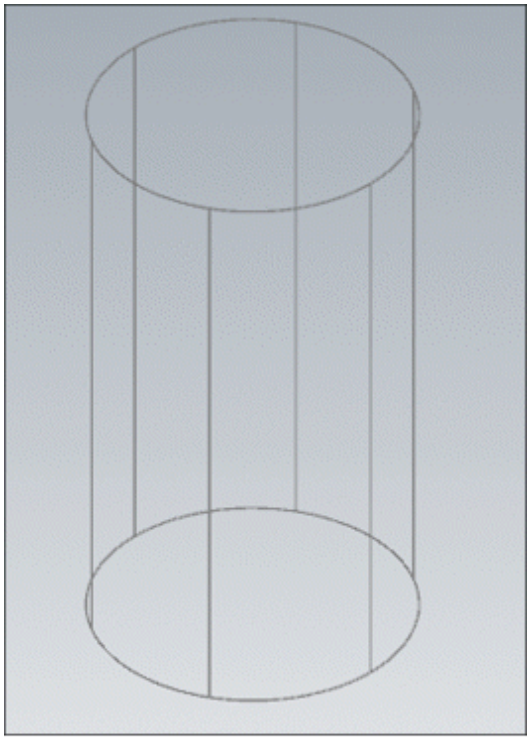

Figure-20. Wireframe model
- Select the **Wireframe** tool from the **Appearance** group in the **View** tab of **Ribbon** to display 3D objects as wireframe objects; refer to Figure-20.